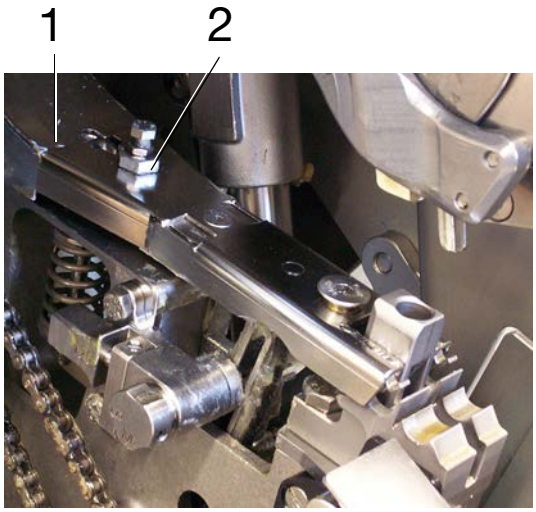

Fig. 5-14 1 Clip guide plate
- Unscrew the clip guide plate (1, Fig. 5-14).